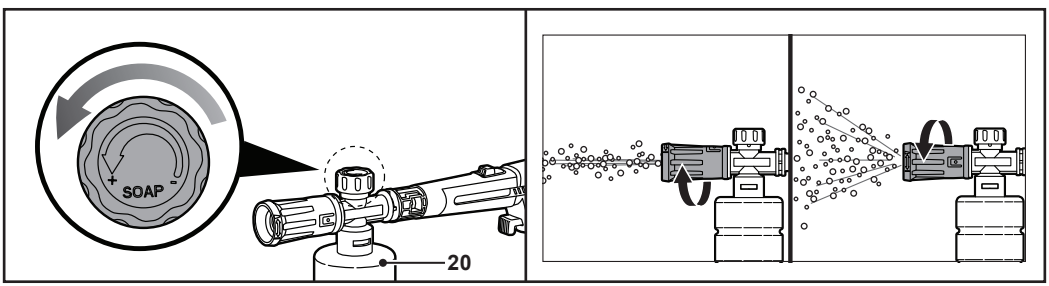

Fig. 11
- Rotate the knob in anti-clockwise direction to use less foam (Fig. 11).